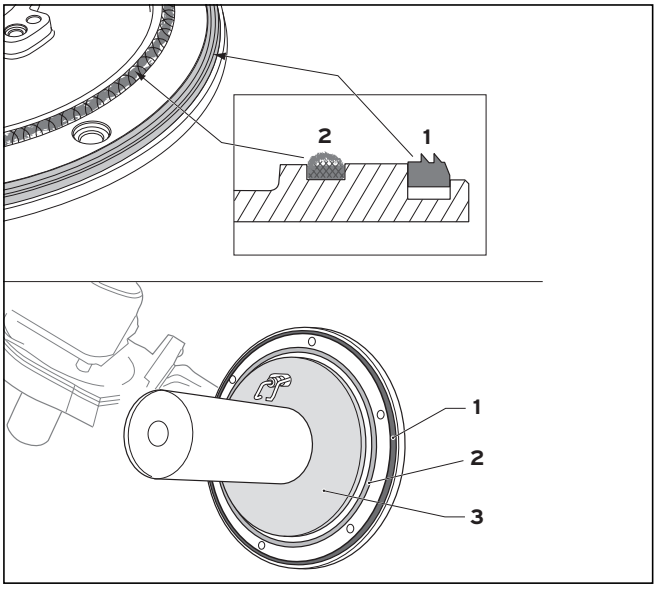

Рис. 7.2 Контроль уплотнений и изоляции фланца горелки
Силиконовое уплотнение (1) и силикатный шнур (2) на термо-модуле (рис. 7.2) (ET-№ 180904) необходимо заменять при каждом техническом обслуживании. Изоляция фланца горелки (3) на термо-модуле (ET-№ 180913) не должна иметь повреждений; в противном случае заменить ее.